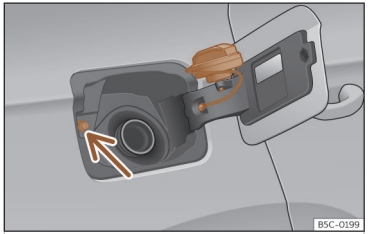

Fig. 193 Tapa del depósito con el tapón encajado.
- Colóquelo en el espacio que hay en la bisagra de la tapa abierta ››› **fig. 193**.
Evite tocar el botón de bloqueo de la tapa de combustible ››› fig. 193 (flecha). El sistema entenderá que ha acabado y no podrá seguir repostando. Vuelva a pulsar la tecla de la puerta del conductor para continuar.